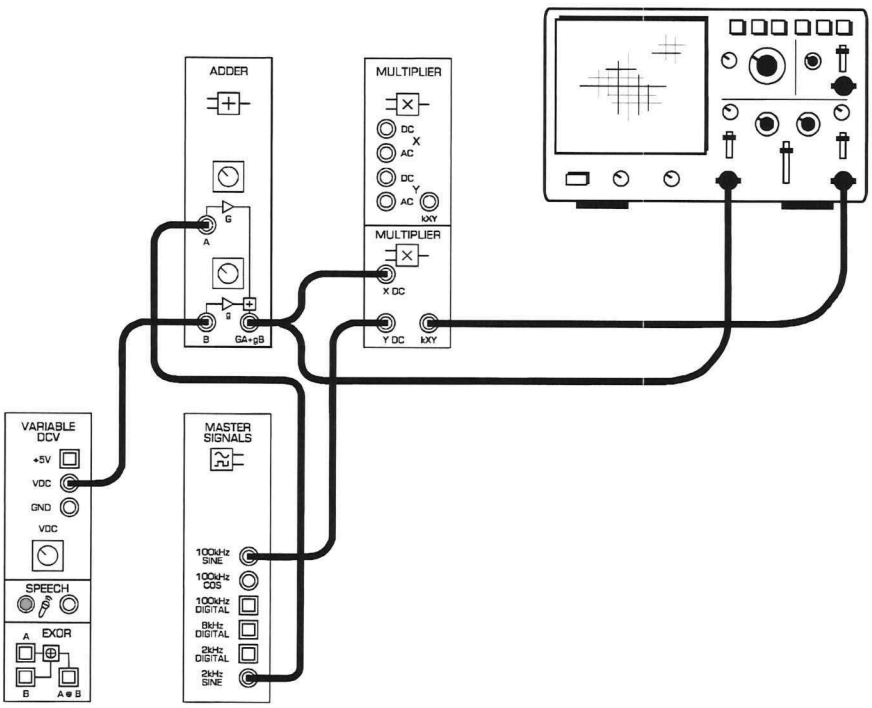

Figure 1
4. Connect the set-up shown in Figure 1 below using the PicoScope.